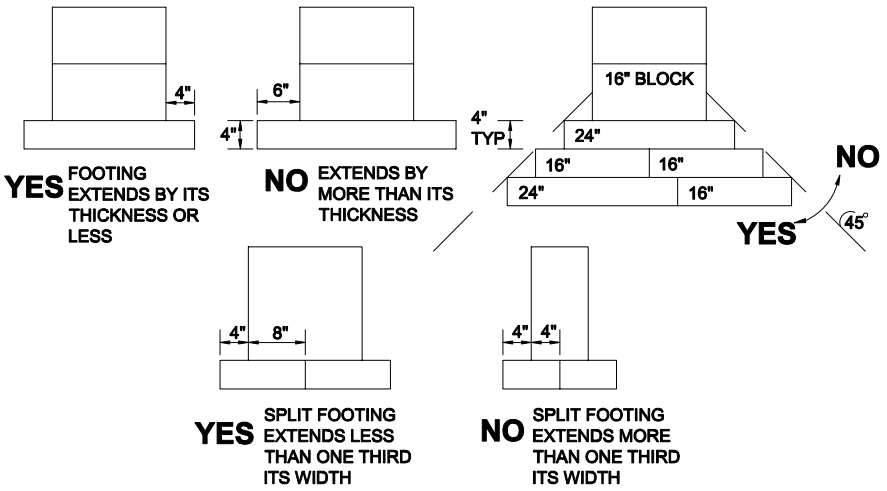

Figure 11. *Maximum footing extensions*
- Design footings with a footing extension (projection beyond the base of the pier) no greater than the footing thickness (**Figure 11**). Increase footing thickness if necessary.